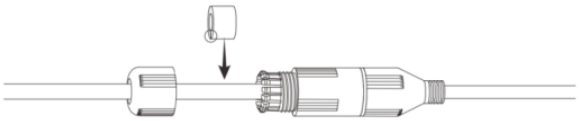

Рисунок 6.9 – Втулка герметичной кабельной муфты
4. Наденьте разрезанную втулку на сетевой кабель между колпачком и основанием муфты (Рисунок 6.9).